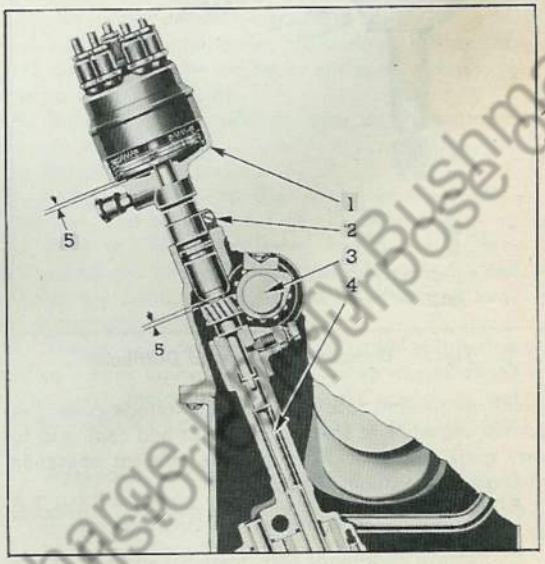
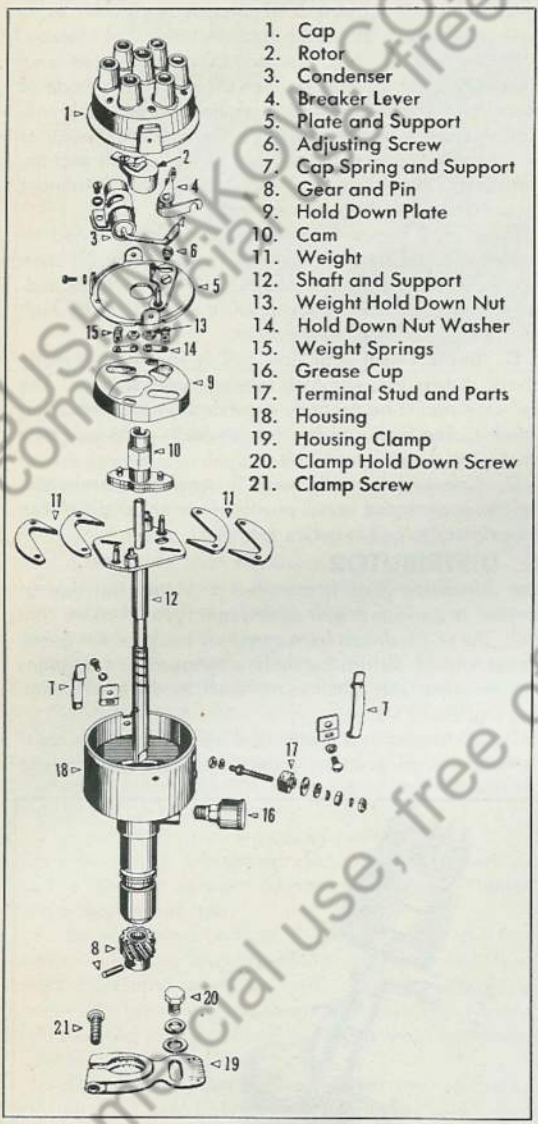

Fig. 8 Distributor Drive and Mounting
Fig. 9 Disassembled View of Distributor
The distributor (Fig. 9) mounted on right-hand side of engine, is equipped with centrifugal type of spark control. The unit is driven from camshaft by spiral cut gears. Lower end of distributor shaft is tongued and engages slot on upper end of oil pump shaft to drive oil pump. See Fig. 8.
4. It is important that slight clearance be maintained between upper and lower end of housing at points shown in Fig. 8. When distributor is first placed in operating position, lower end of housing will contact drive gear. Before tightening clamp remove cap, and place fingers under housing and thumb on rotor. While holding rotor down, raise housing $\frac{1}{32}$". Be sure to equalize clearance at
F. To Disassemble Distributor—If necessary to overhaul distributor for repairs or replacement parts proceed in following manner: (Refer to Fig. 9)
1. Remove cap (1) and rotor (2).
2. Remove condenser (3), breaker lever (4), contact point and support screw, adjusting screw (6), and contact point and support (5).
3. Remove insulated terminal (17), cap spring (7), and primary terminal.
4. Remove gear (8), and pull main shaft and weight assembly through distributor housing.
6. Remove weight hold down plate (9).
7. Remove cam assembly (10), and weights (11).
G. To Assemble Distributor—Assemble distributor in following manner: (Fig. 9)
1. Assemble weights (11) over pivot pins on main shaft and weight plate (12).
2. Install cam (10), weight hold down plate (9), nuts (13), and washers (14), and springs (15). After tightening nuts securely, lock them by bending tangs on lockwashers.
4. Install breaker plate (5), in distributor housing.
5. Assemble distributor cap springs (7), to side of distributor housing. Spring screws and nuts also hold breaker plate in place.
7. Install contact point and support (5), breaker lever (4), and adjusting screw.
8. Install condenser (3), and grease cup (16).